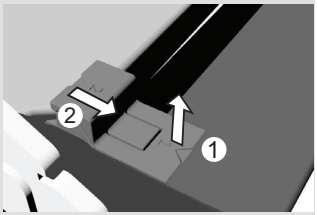

рис. 1
- Приподнимите держатели с левой и правой стороны (отметка 1 на держателе) и потяните их в направлении от стекла (отметка 2 на держателе) (рис. 1).